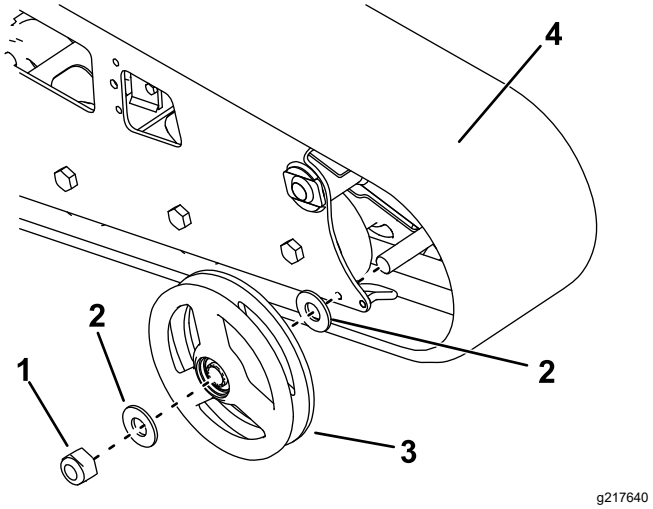

Рисунок 66
7. Отверните гайку, которая крепит внешнее колесо переднего катка, и снимите колесо (Рисунок 66).
8. Снимите гусеницу (Рисунок 66).
9. Снимите две большие шайбы с внешних катков, по одной с каждой стороны катка (Рисунок 66).
12. Установите новую гусеницу (Рисунок 66).
13. Установите внешнее колесо переднего катка и закрепите его снятой ранее гайкой (Рисунок 66).